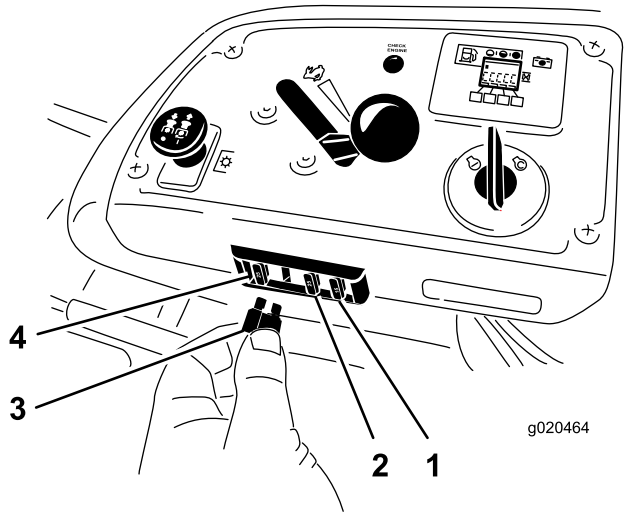

Figure 59
1. Les fusibles sont situés sur la console droite, près du siège (Figure 59).
3. Remplacez le fusible (Figure 59).